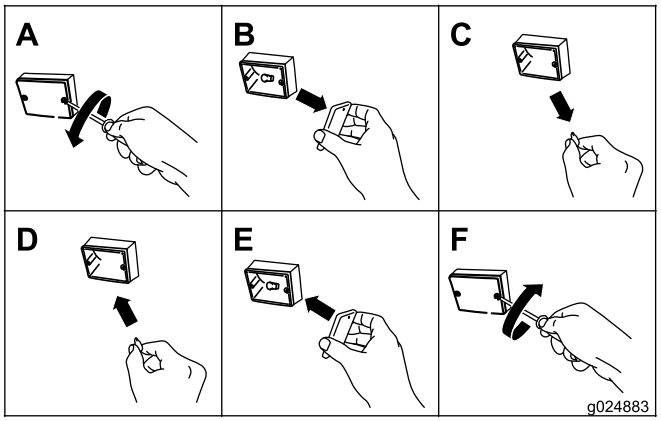

Figure 77
1. À l'aide d'un tournevis, retirez les 2 vis du petit verre rectangulaire orange à l'avant du feu (Figure 77).
2. Déposez le verre orange (Figure 77).
3. Sortez l'ampoule de la douille (Figure 77).
4. Insérez une ampoule 193 neuve dans la douille (Figure 77).
5. Reposez le verre orange et les 2 vis (Figure 77).